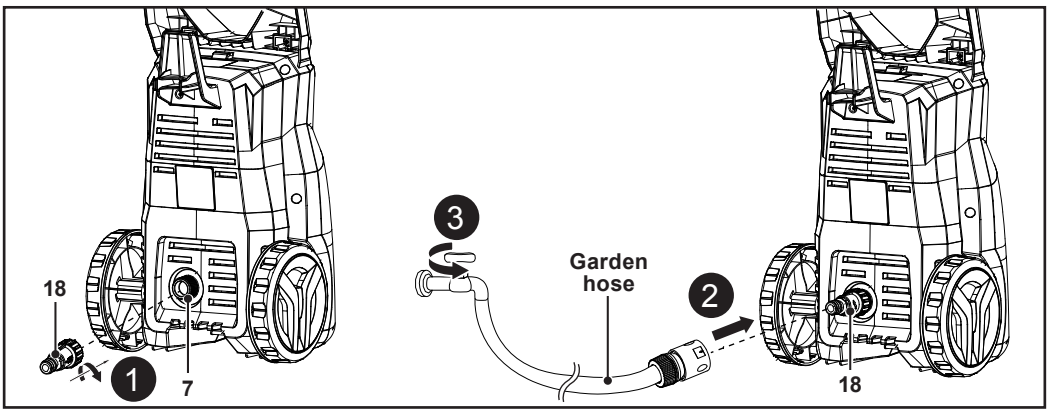

Fig. 7
1. Remove the plastic cap from the water inlet (5).
2. Connect the water inlet connector (18) to the water inlet (5) by screwing it clockwise (Fig. 7, step 1).
3. Connect one end of a garden hose (not included) to the water inlet connector (18) (Fig. 7, step 2).
4. Connect the other end of the garden hose to a suitable water supply (Fig. 7, step 3).